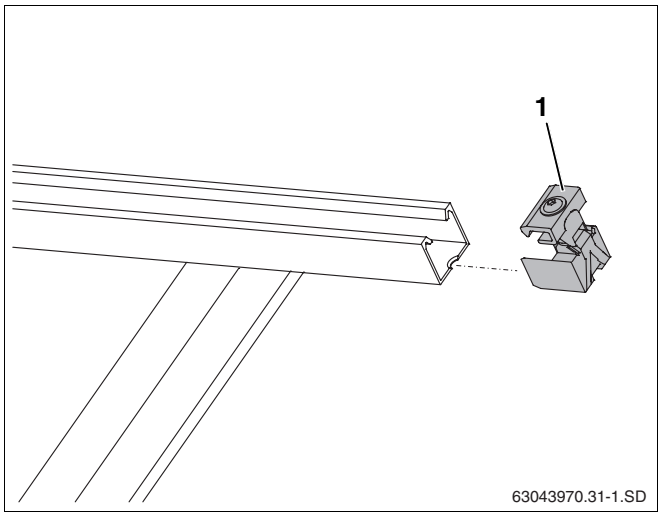

Abb. 45 Einseitige Kollektorspanner einschieben
- Einseitige Kollektorspanner (Abb. 45, **Pos. 1**) am rechten Ende des Kollektorfeldes in die Profilschienen schieben, bis diese in das erste Langloch der Profilschiene einrasten.